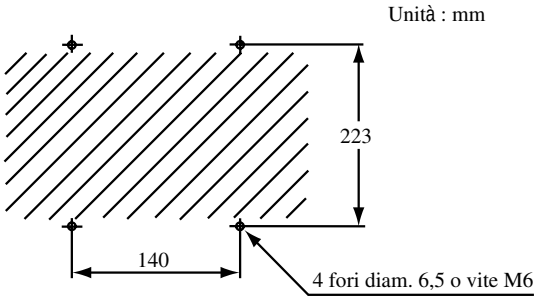

Figura 3.16 Fori di montaggio
(1) Praticare un foro nella parete come illustrato nella Figura 3.16.